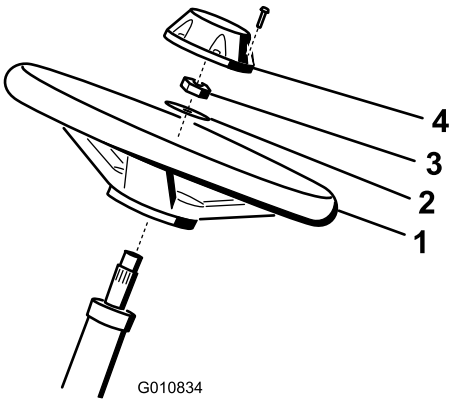

**Figur 4**
1. Sæt rattet på ratstammen (Figur 4).
2. Sæt spændeskiven på ratstammen (Figur 4).
3. Fastgør rattet til akslen med en kontramøtrik og spænd den til 27-35 Nm (Figur 4).
4. Sæt hætten på rattet og fastgør den med en skrue (Figur 4).